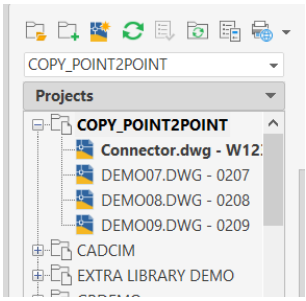

Figure 2-73 *The* ***Copy_Point2Point*** *project with the drawings added to it*
4. Choose the **No** button from this message box; the selected drawings are added to the **Copy_Point2Point** project, as shown in Figure 2-73. If the drawings are not displayed in the **Copy_Point2Point** project, choose **Refresh** from the **PROJECT MANAGER**.